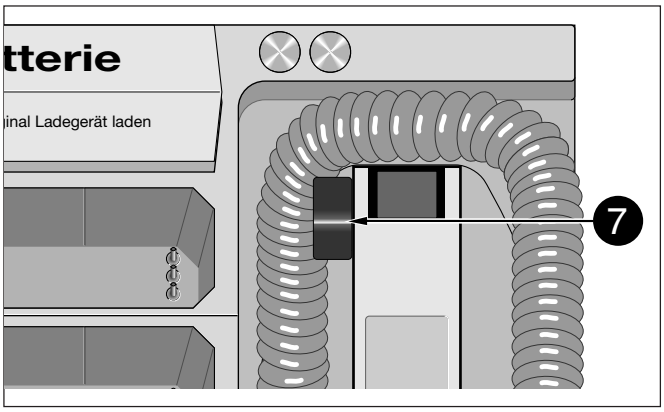

Bild 4-4. Energie-Wahlschalter
- Achten Sie darauf, daß der Energie-Wahlschalter 7 am rechten Elektrodengriff auf „0“ steht (Bild 4-4).